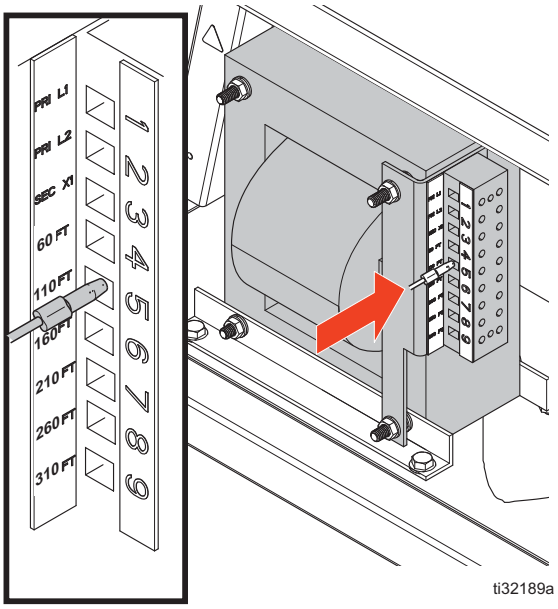

図 14: ホース変圧器の配線
3. ホース変圧器（AC）のワイヤを、取り付けられているホースの長さに合った端子まで移動させます。ワイヤは工場側で 60 ft にセットしてあります。図 14 を参照ください。